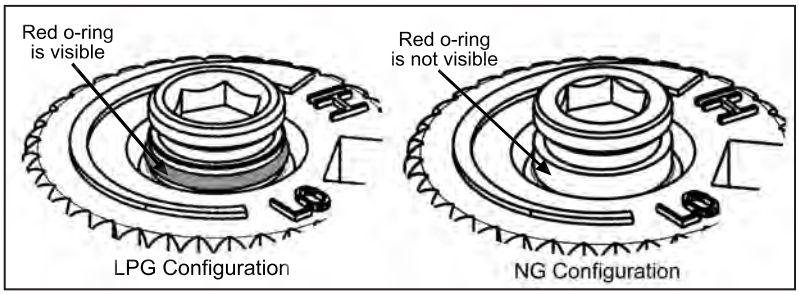

Figure 14: O-ring on valve screw.
f) Verify that if the conversion is from NG to LPG, the screw must be re-assembled with the red o-ring visible (refer to Figure 14). If the conversion is from LPG to NG, the red o-ring of the screw must be not visible.